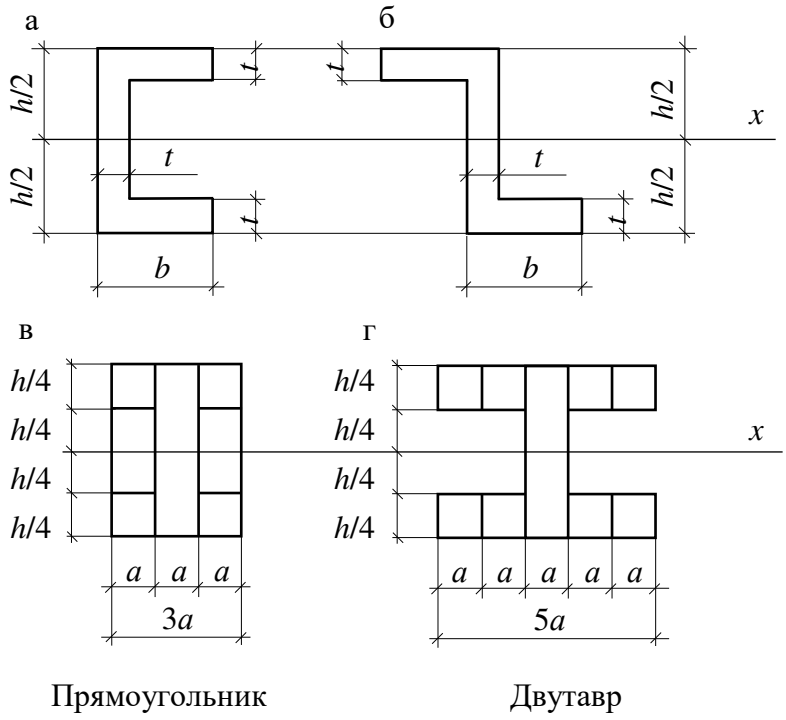

Рис. 4.
30. Сравните площади и моменты инерции фигур относительно оси x (рис. 4).